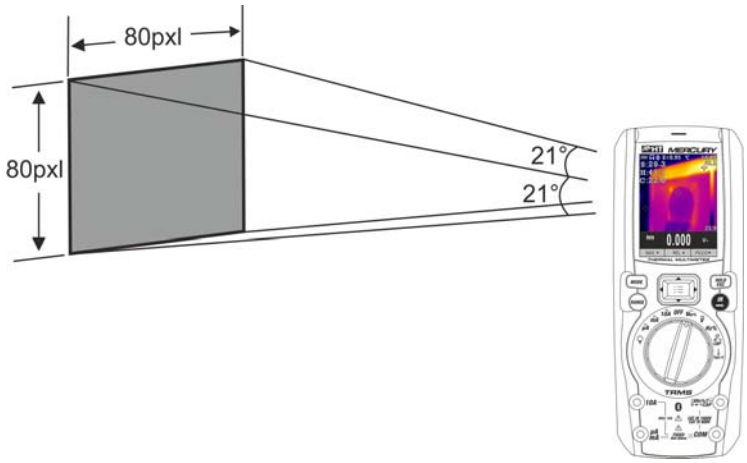

Fig. 39: Rappresentazione del campo visivo (FOV) dello strumento MERCURY
7. Per misure accurate di temperatura assicurarsi che la superficie dell'oggetto in prova sia sempre maggiore della superficie effettivamente misurabile dallo strumento espressa dal suo campo visivo (FOV = Field Of View). Lo strumento MERCURY ha un campo visivo pari a 21° x 21° e un vettore di rilevazione di 80x80 (6400) pxl come mostrato in Fig. 39